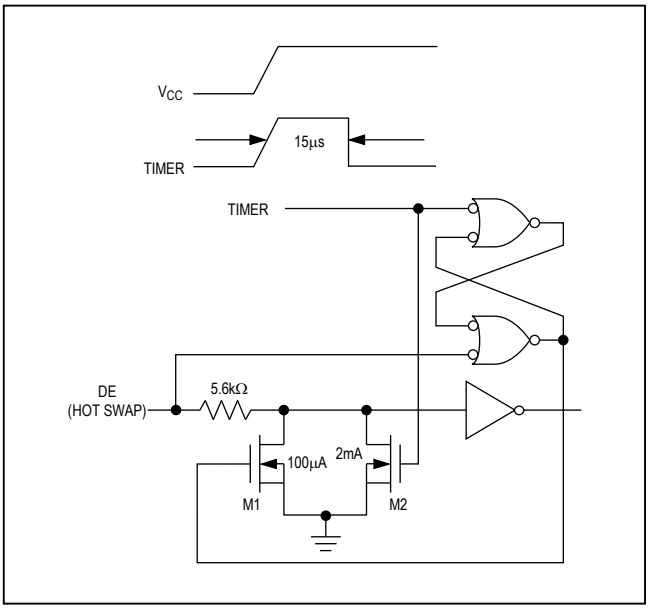

Figure 10. Simplified Structure of the Driver Enable Pin (DE)
At the driver-enable input (DE), there are two nMOS devices, M1 and M2 (Figure 10). When V_{CC} ramps from zero, an internal 15µs timer turns on M2 and sets the SR latch, which also turns on M1. Transistors M2, a 2mA current sink, and M1, a 100µA current sink, pull DE to GND through a 5.6kW resistor. M2 pulls DE to the disabled state against an external parasitic capacitance up to 100pF that may drive DE high. After 15µs, the timer deactivates M2 while M1 remains on, holding DE low against three-state leakage currents that may drive DE high. M1 remains on until an external current source overcomes the required input current. At this time, the SR latch resets M1 and turns off. When M1 turns off, DE reverts to a standard, high-impedance CMOS input. Whenever V_{CC} drops below 1V, the input is reset.